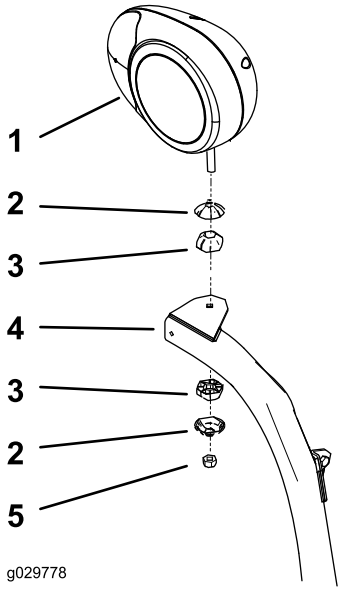

Figura 7
2. Assicurate il faro destro e sinistro alle relative staffe (Figura 7) con gli elementi di fissaggio forniti con le luci.
4. Assicurate i gruppi faro destro e sinistro alle relative staffe (Figura 7) con gli elementi di fissaggio forniti nel kit.